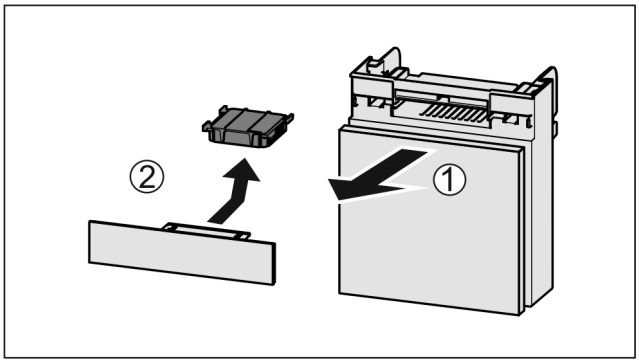

Fig. 168
▶ Вытянуть *Fig. 168 (1)* отделение движением вперед.
▶ Извлечение *Fig. 168 (2)* фильтра с активированным углем.